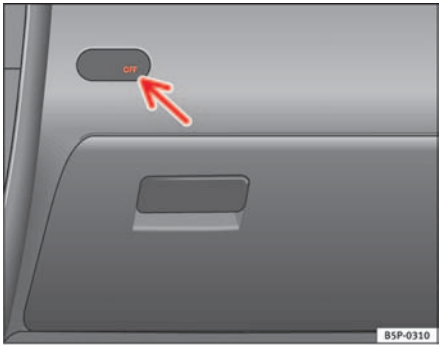

Fig. 27 Warning lamp for deactivated passenger airbag in centre console
– Check that the warning lamp “AIRBAG OFF” in the dash panel ⇒ fig. 27 remains lit ⇒ ⚠ when the ignition is switched on.
– Check that the warning lamp in the dash panel does ⇒ page 44, fig. 27 *not* light up when the ignition is switched on ⇒ ⚠.